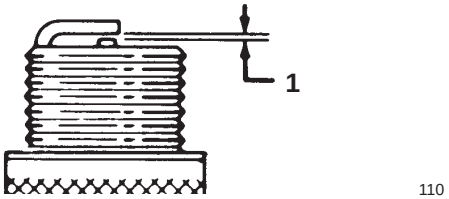

Figur 36
6. Still luftgapet mellom elektrodene på 0,76 mm, som vist i figur 36.